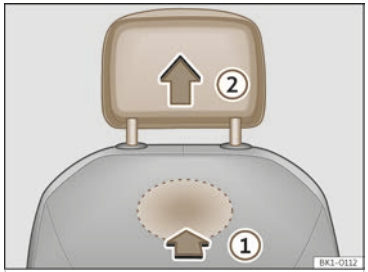

Fig. 102 Front headrest: removal.
- To unlock it, look for the button underneath the headrest and press in the direction of the arrow ››› Fig. 102 ①.
- Remove the headrest in the direction of the arrow ②.